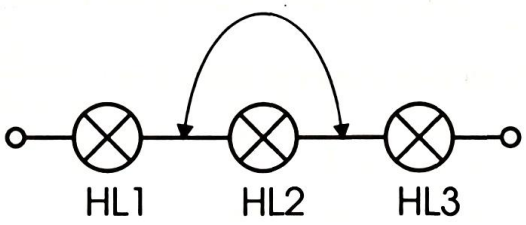

Рис. 5
4. Соедините три лампы последовательно (рис. 5) и одну из них закоротите проводом. Как изменится яркость ламп?